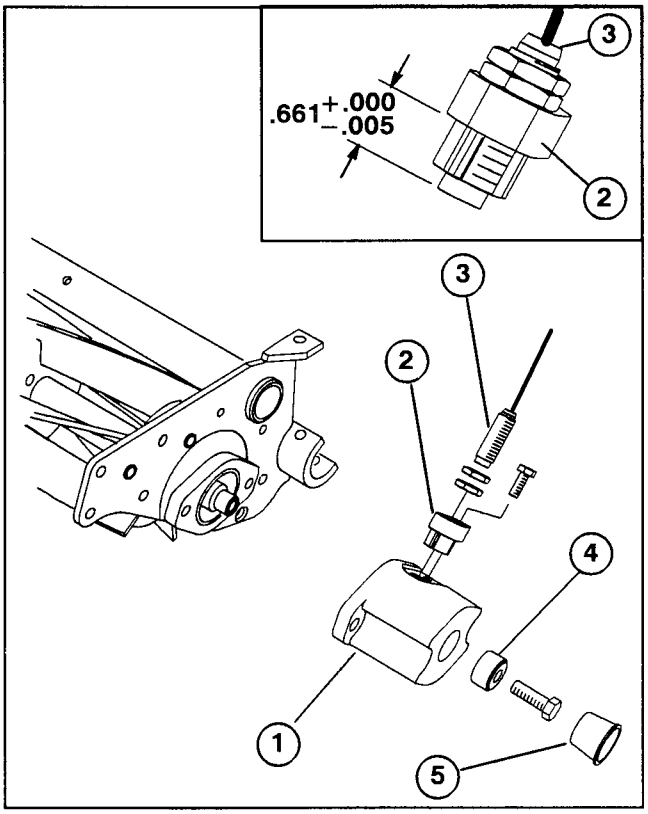

Figure 17
3. Thread reel speed sensor into sensor holder until dimension shown in figure 17, inset is attained. Lock adjustment with (2) jam nuts.
6. Install a counterweight to the left front and left rear cutting units, with nuts previously removed (Fig. 17). Mount counterweight with reel speed sensor up.
7. Through hole in end of counterweight, carefully position and mount a magnet (supplied in traction unit loose parts) to the end of the reel shaft with a 3/8 – 16 x 1" lg. capscrew (supplied in traction unit loose parts). Magnet to be installed with counterbore side toward the end of reel shaft and the smooth side outward (Fig. 17). Torque capscrew to a maximum of 5 ft–lb.